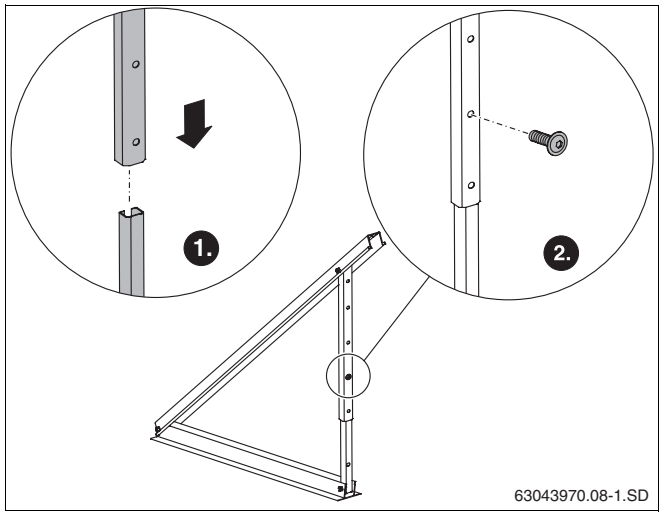

Rys. 11 Łączenie szyn teleskopowych
- Wsunąć szyny "jedna w drugą" i przymocować przy pomocy śruby M8 × 20 (rys. 11).